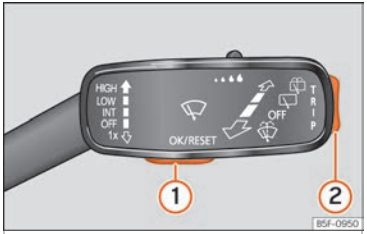

Fig. 71 Palanca del limpiaparabrisas: teclas de control.
Mientras haya una advertencia con prioridad 1 ››› pág. 83, no se podrá acceder a ningún menú. Algunas advertencias se pueden confirmar y ocultar con la tecla ››› fig. 71 ①.